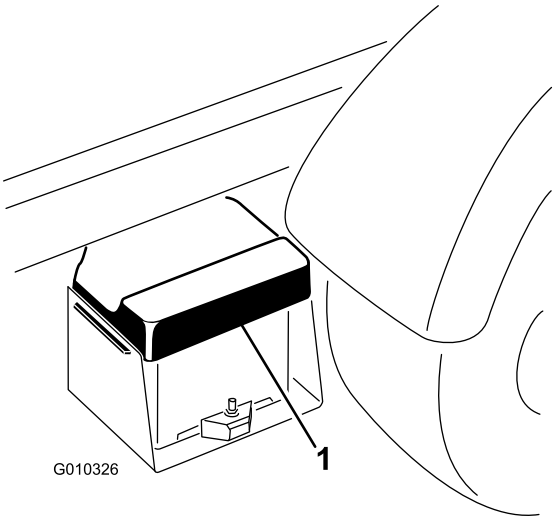

Figur 47
1. Kläm batterikåpan för att frigöra flikarna från batterilådan. Ta bort batterikåpan från batterilådan (Figur 47).